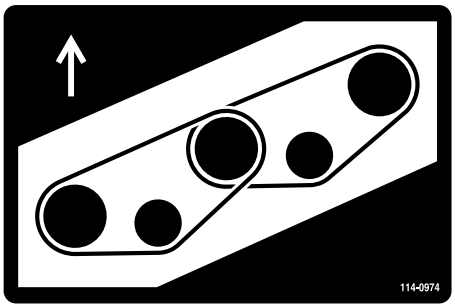
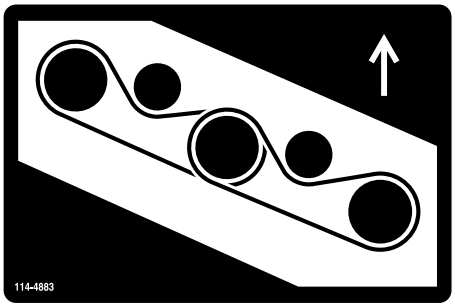

Figur 131
Figur 132
7. Før den nye rem rundt om spindelremskiverne og styreremskiven (Figur 131 og Figur 132).